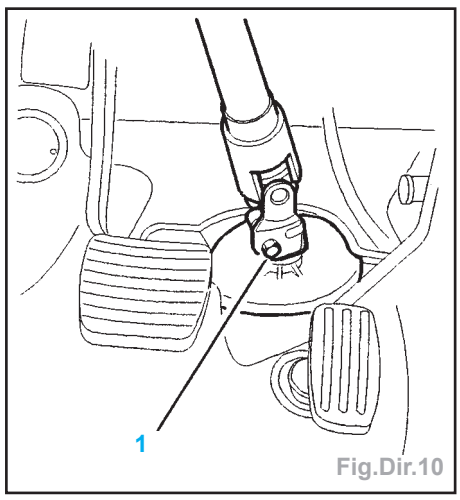

Fig.Dir.10
- Déposer la vis (1) (Fig.Dir.10).